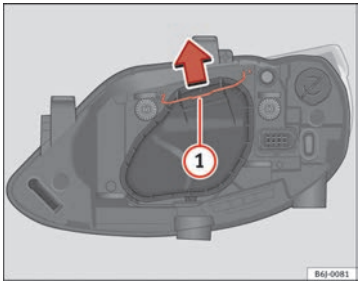

Fig. 148 Dipped beam/ main beam, single head-light
– Move the loop ⇒ Fig. 148 (1) in the direction of the arrow and remove the cover.